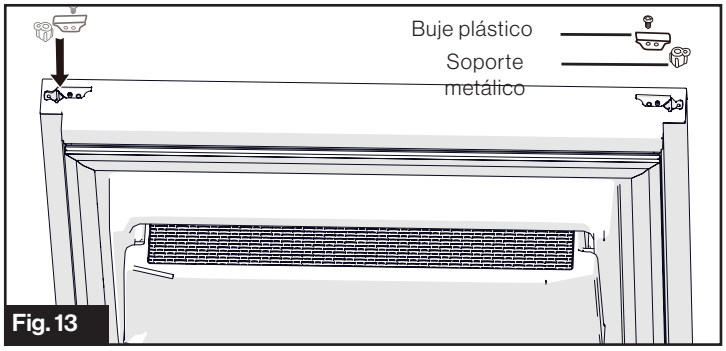

Fig. 13
5. Invierta el soporte metálico y el buje plástico de la parte inferior de la puerta del refrigerador. (Fig. 13)